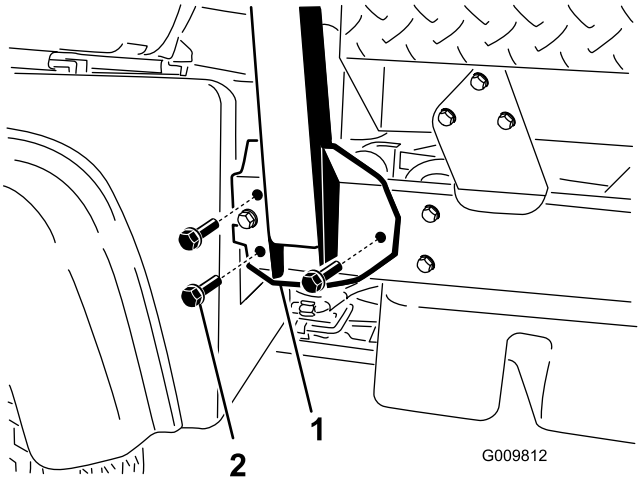

**Figur 4**
1. Placer hver side af styrtbøjlen ud for monteringshullerne i hver side af køretøjets stel som vist i Figur 4.